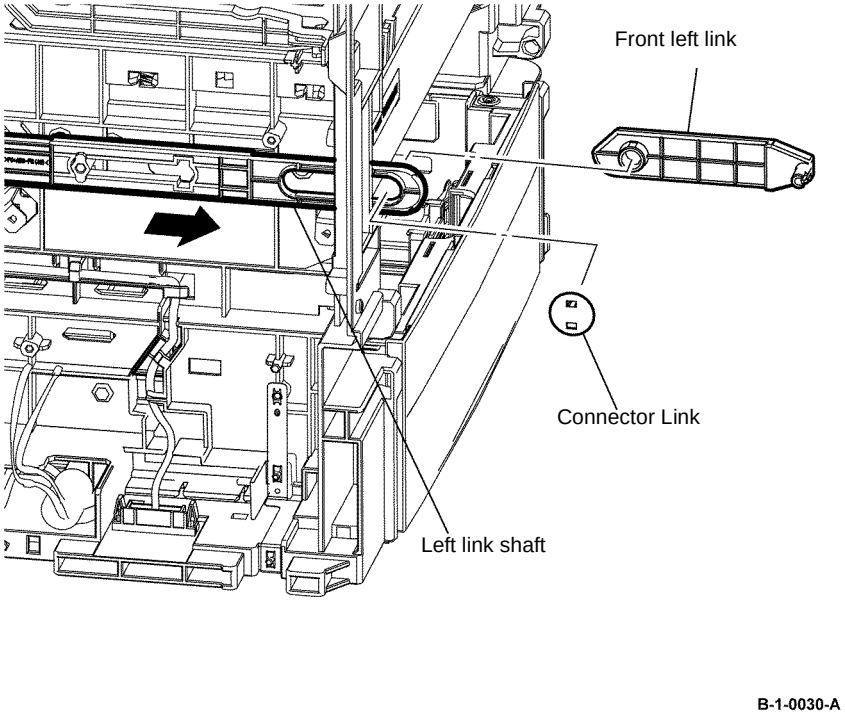

Figure 3 Front left link removal
14. Pull out the left link shaft toward the front of the printer, then remove the connector link and the front left link, Figure 3.